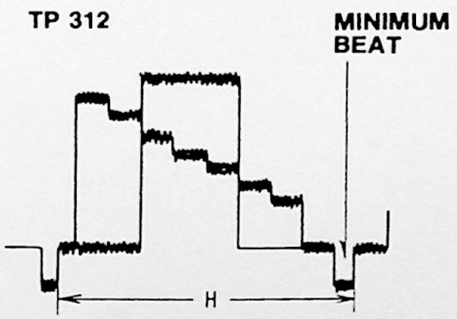

Figure 54. FM Modulator Balance
7. Adjust FM-modulator balance control (R503) for minimum beat in sync pulse (Figure 54).